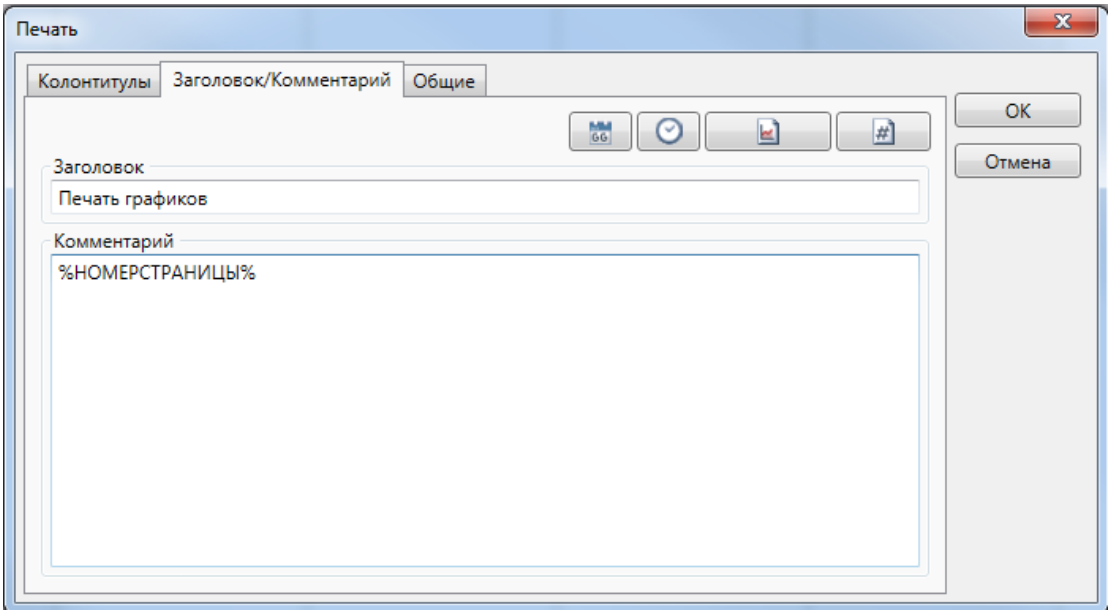

Рисунок 77 – Раздел «Заголовок/Комментарий» диалога «Печать» трендов EKRASCADA APM
– Заголовок/Комментарий (рисунок 77, таблица 18);